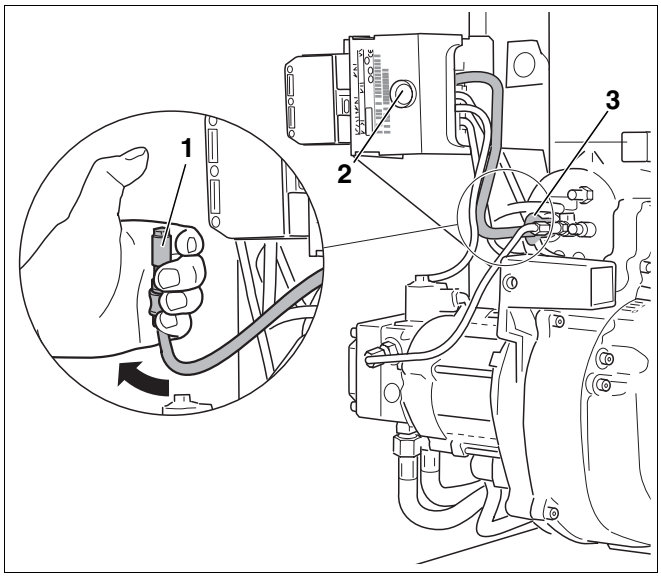

Fig. 19 Comprobación del funcionamiento de la fotocélula
- Separe la fotocélula del soporte con el quemador en funcionamiento tirando del mando previsto para tal fin (fig. 19, **pos. 3**).
- Cubra la fotocélula (fig. 19, **pos. 1**). Después de la nueva conexión debe producirse una desconexión por fallo.
- Después de un tiempo de espera de aprox. 30 segundos desbloquee el programador de combustión pulsando la tecla contra perturbaciones (fig. 19, **pos. 2**).